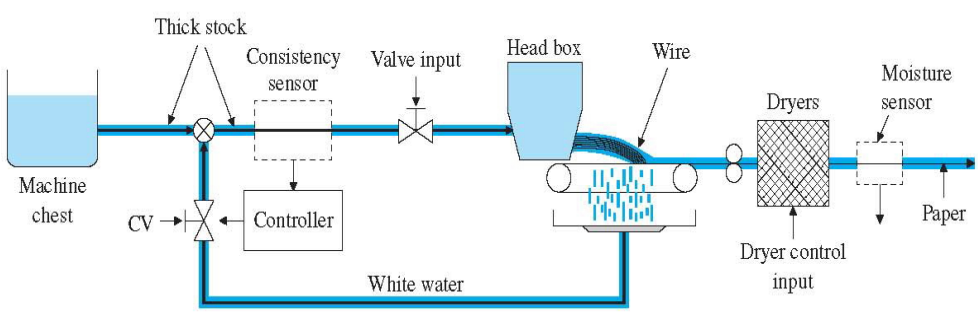

Fig 1.12 A Paper Making Machine
3. A machine for making paper is diagrammed in Fig. 1.12. There are two main parameters under feedback control: the density of fibers as controlled by the consistency of the thick stock that flows from the headbox onto the wire, and the moisture content of the final product that comes out of the dryers. Stock from the machine chest is diluted by white water returning from under the wire as controlled by a control valve (CV). A meter supplies a reading of the consistency. At the "dry end" of the machine, there is a moisture sensor. Draw a signal graph and identify the seven components listed in Problem 1 for